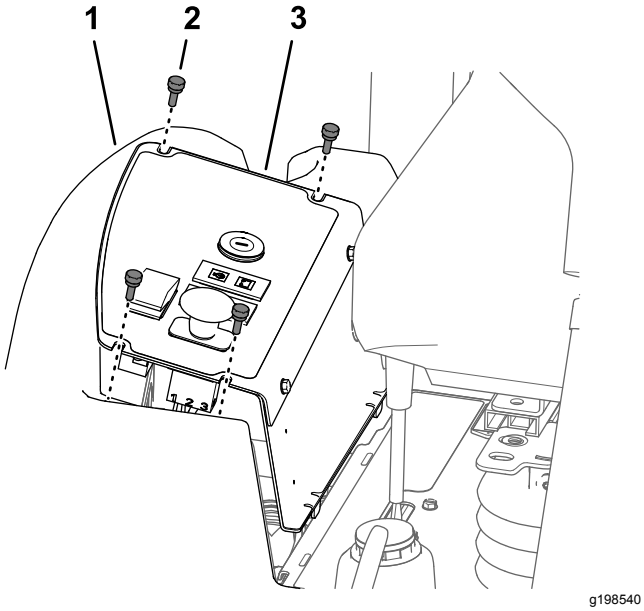

Figur 52
1. Ta bort de fyra vingskruvar som håller fast kontrollpanelens skydd på bränsletanken (Figur 52).
2. Lyft upp kontrollpanelens skydd (Figur 52).
3. Rikta in spåren längst upp på kontrollpanelens skydd med hålen i flänsen på bränsletanken (Figur 52).
4. Montera kontrollpanelens skydd på bränsletankens fläns med de fyra vingskruvarna (Figur 52) som du tog bort i steg 1 i Ta bort kontrollpanelens skydd (sida 49).